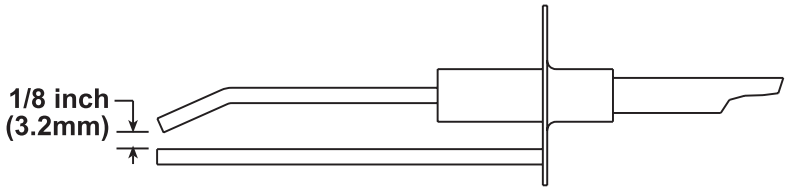

Figure 16. Ignitor Spark Gap
- The spark gap (see **Figure 16**) must be maintained to 1/8 inch.